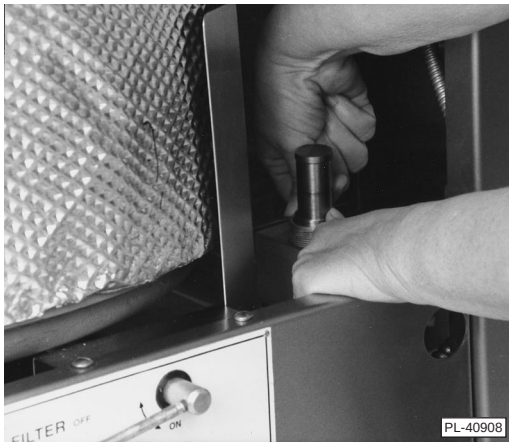

Fig. 25
C. Make certain that O-ring of kettle pressure regulator assembly is well seated in solenoid block (Fig. 25).